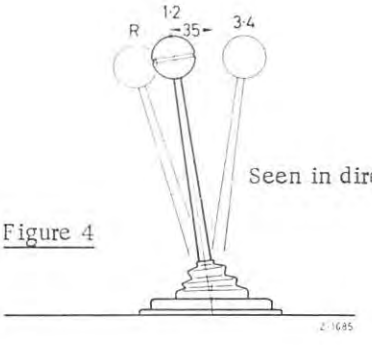

Figure 4
15. Insert thrust rods (32) into shift lever support and secure by means of hex. nuts (38) and washers (37).
16. Place gearshifting shaft in transmission housing cover (2) against the stop for the reverse gear, and engage 2nd gear by pressing in the gearshifting shaft.
17. Bring shift lever (14) into shifting level of the 1st and 2nd gear (see figure 4) and insert shifting tube (10) into the serration of the fork head.